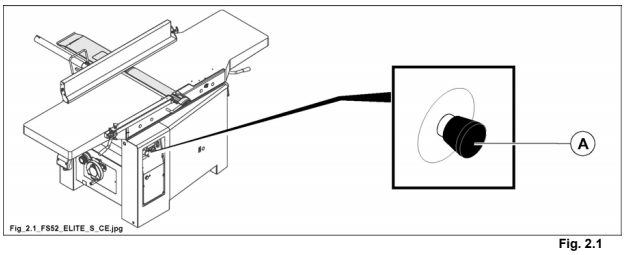

Fig. 2.1
2.1 DISPOSIZIONE E DESCRIZIONE DEI DISPOSITIVI DI EMERGENZA (FIG. 2.1)